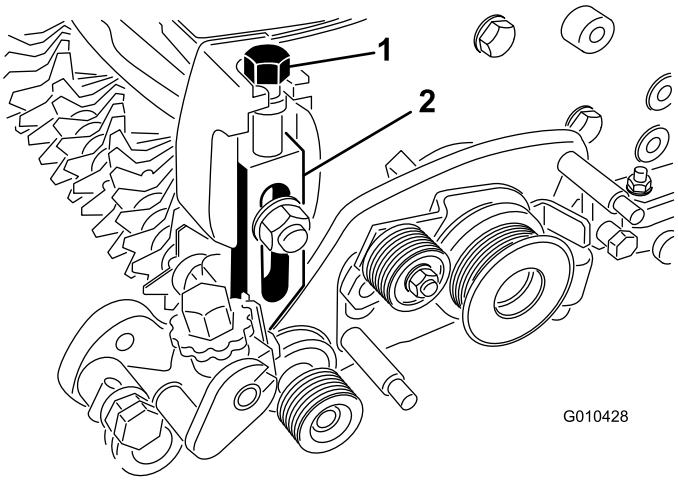

図 14
6. 左側アジャスタアームアセンブリの上部に、刈高調整ボルトを取り付ける図 14。
7. カッティングユニットのサイドプレートに左側アジャスタアームアセンブリを取り付ける既存のキャリッジボルト、ナット、ワッシャを使う図 14。
10. 右側アジャスタアームアセンブリの上部に、刈高調整ねじを取り付ける図 14。
12. カッティングユニットのサイドプレートに右側アジャスタアームアセンブリを取り付ける既存のキャリッジボルト、ナット、ワッシャを使う図 14。